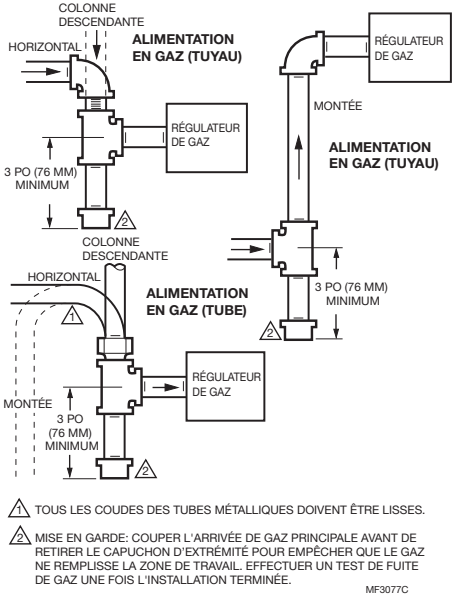

Fig. 2. Installation du collecteur de sédiments.
3. Installer un collecteur de sédiments dans la conduite d'alimentation vers le régulateur. Voir la Fig. 2.
1. Retirer la vis d'obturation du réglage de veilleuse. Voir les Fig. 2 et 3.
2. Avec le brûleur principal en fonctionnement, vérifier le débit de sortie du régulateur de gaz à l'aide du compteur à gaz ou de la pression de sortie à l'aide d'un manomètre connecté à la prise de pression de sortie du régulateur. Voir les Fig. 2 et 3.